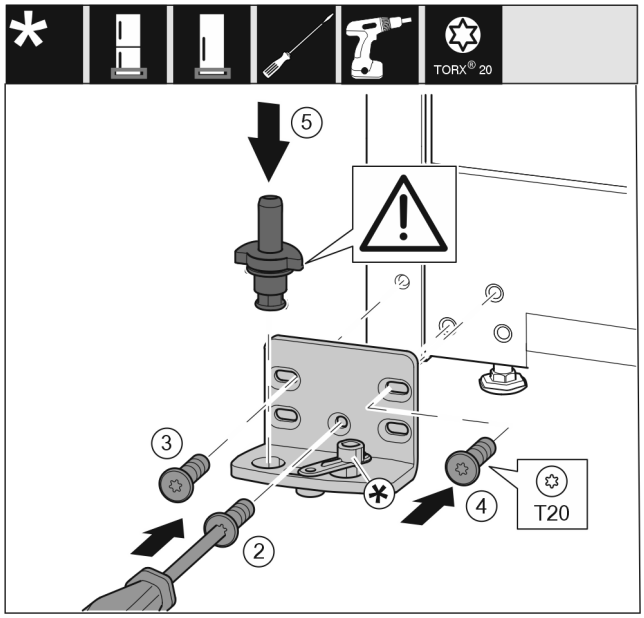

Fig. 21
- ▶ Place the swap bearing block on the other side and use a screwdriver to screw it on. Start with the screw *Fig. 21 (2)* at the bottom in the middle.
- ▶ Tighten screw *Fig. 21 (3)* and screw *Fig. 21 (4)*.
- ▶ Insert the bearing bolt *Fig. 21 (5)* completely. Ensure that the latching cam is pointing towards the rear.